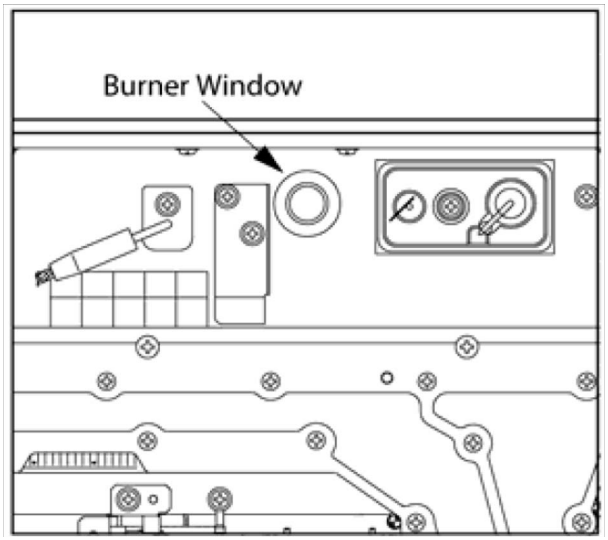

Fig. 7
- 13.After the manifold pressures have been confirmed, verify that the flame is a steady blue color using the inspection window (Fig. 7).